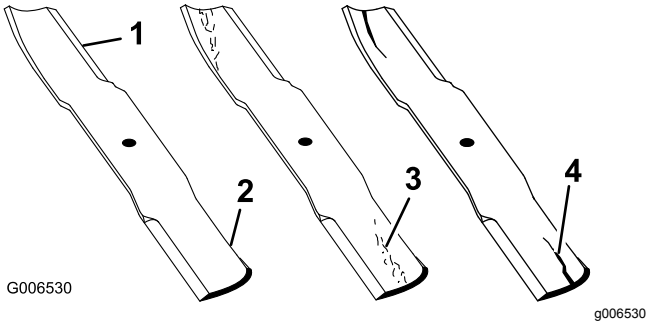

Figuur 75
1. Controleer de snijranden (Figuur 75).
4. Als u scheuren, slijtage of groefvorming in dit deel constateert, moet u direct een nieuw mes monteren (Figuur 75).